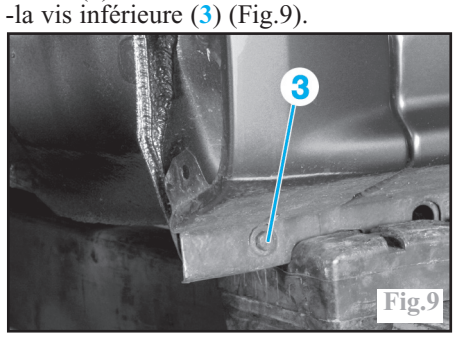

Fig.9
-la vis (2) de fixation de l'aile.
-la vis inférieure (3) (Fig.9).